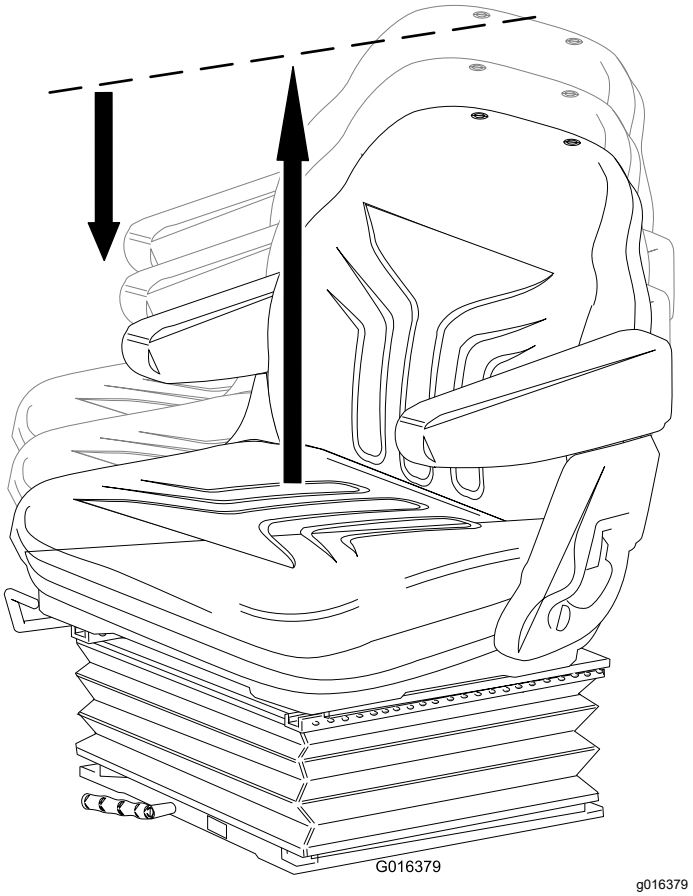

**Figur 24**
- Løft sædet manuelt for trinvis justering af højden (Figur 24).